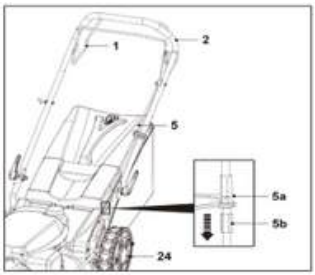

Abb. 32
Wenn sich die Hinterräder (24) beim Betätigen des Selbstantriebshebels (1) nicht drehen, muss eventuell das Selbstantriebsseil (5) eingestellt werden (Abb. 32).